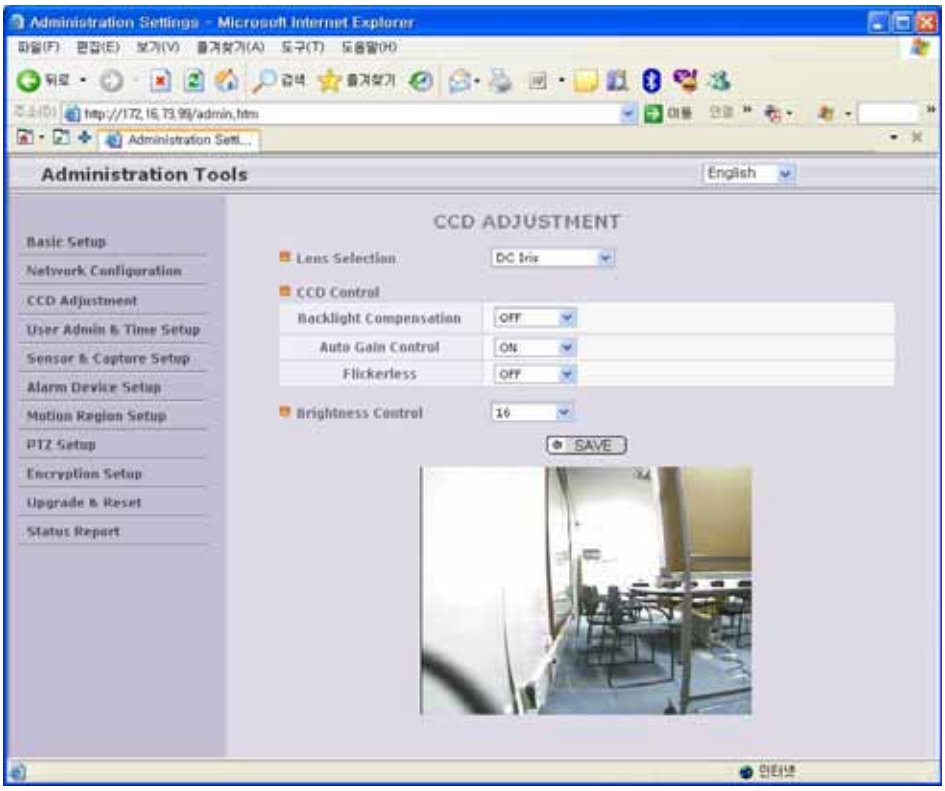

Figure 5-6. CCD Adjustment
*You can optimize the quality of input video by adjusting the parameter of CCD. To enter into this mode, click "**CCD Adjustment**" in administrative page. You will find a screen shown in Figure 5-6.*